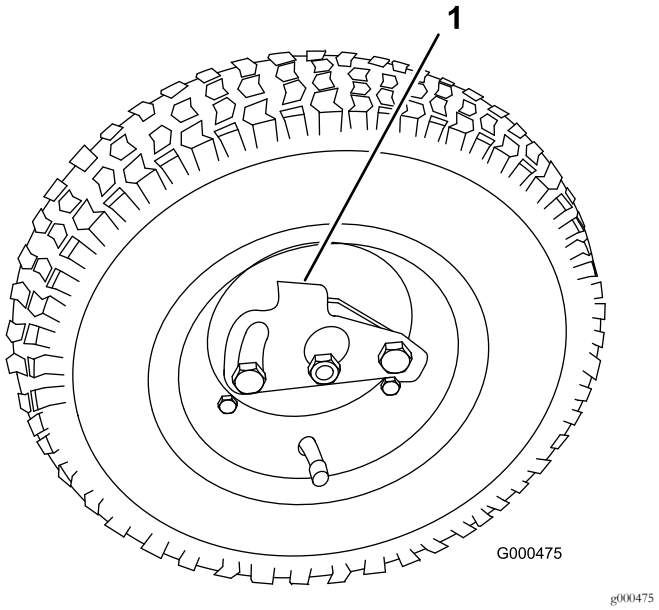

Rysunek 20
2. Wciśnij zacisk blokujący koła w kierunku środka koła i nasuń koło na wałek sześciokątny (Rysunek 20).